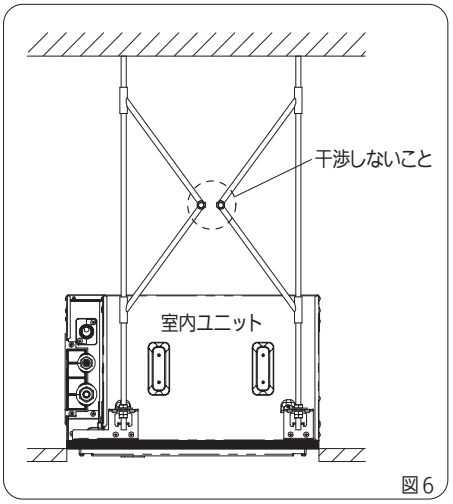

図 6
8. 吊りボルトに耐震用の筋交いを取り付ける場合、筋交いは互いに干渉させないように交差部を金具固定してください。（図6）